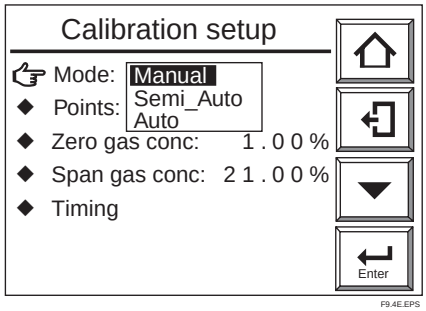

Figure 9.4 Calibration Setup
(1) Select the Setup key from the basic panel display to display the Execution/Setup display. Then select Maintenance from the Execution/Setup display.
(2) Select Calibration setup from the Maintenance display. Then select Mode from the Calibration setup display (see Figure 9.4).